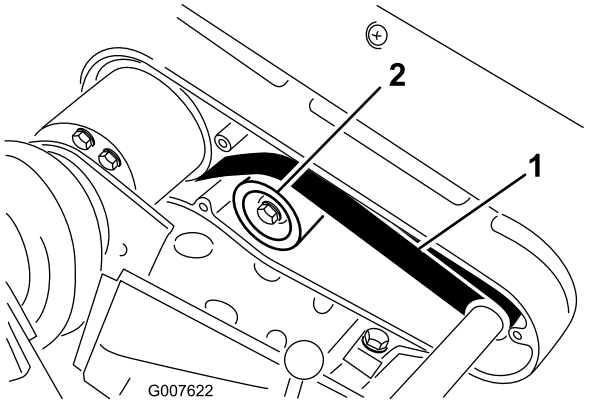

Figuur 39
2. Controleer de spanning door de riem midden tussen de poelies (Figuur 39) in te drukken met een kracht van ongeveer 2,5 kg (22 tot 26 N).
A. Maak de montagemoer van de spanpoelie los en draai de spanpoelie rechtsom tegen de achterzijde van de riem totdat de riem de vereiste spanning heeft (Figuur 39).